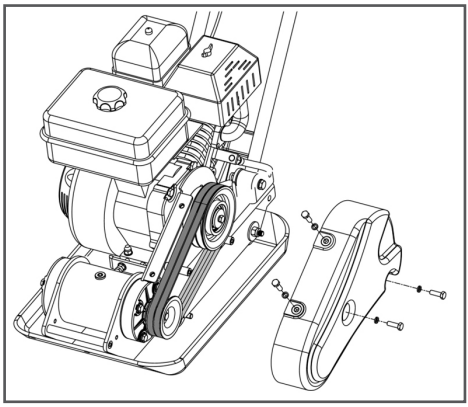

Рис. 23 Проверка состояния ремней
1. Открутите болты крепления и снимите кожух защитный ремней, чтобы получить доступ к ремням (Рис. 23). Для наглядности, на Рис. 23 показана виброплита без бака для воды.